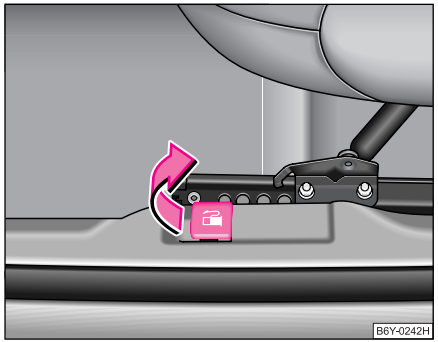

Fig. 132 Maneta de deschidere a clapetei rezervorului
– Clapeta rezervorului o puteţi deschide de la mânerul* de lângă scaunul conducătorului ⇒ fig. 132 sau cu mâna.